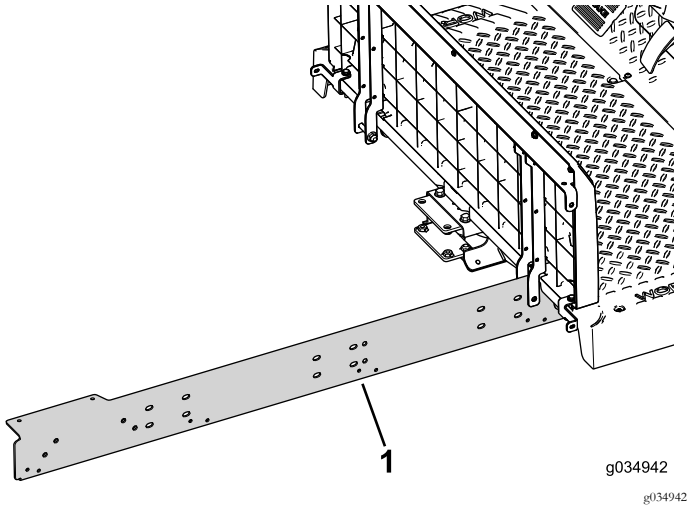

Figura 22
2. Monte provisionalmente la extensión en el lado derecho de la máquina (Figura 22).